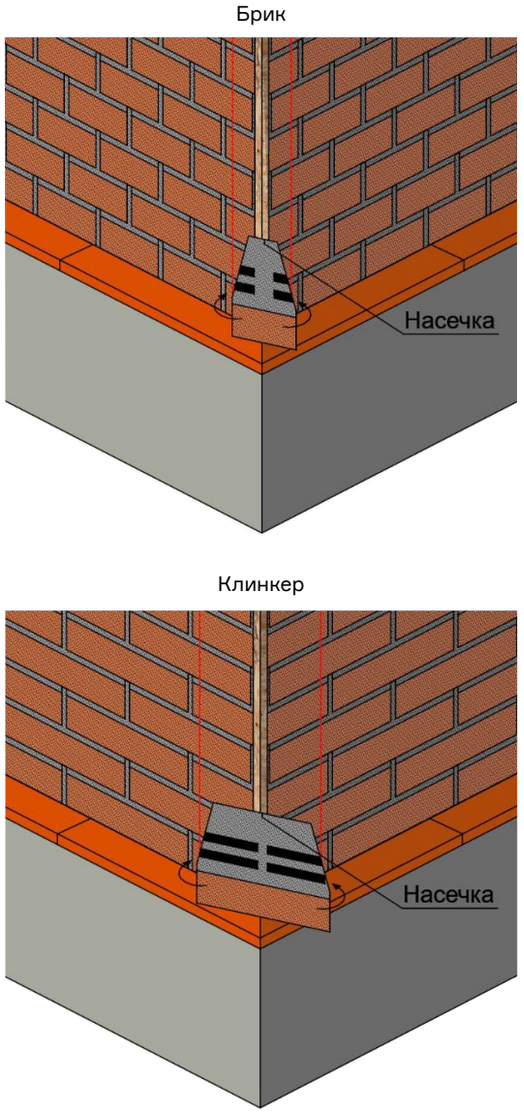

Рис. 19. Монтаж нижнего углового элемента.
8.2.8 Угловые элементы необходимо монтировать на внешние углы снизу вверх. Приложите угловой элемент к внешнему углу таким образом, чтобы насечка углового элемента совпадала с линией внешнего угла (рис. 19).